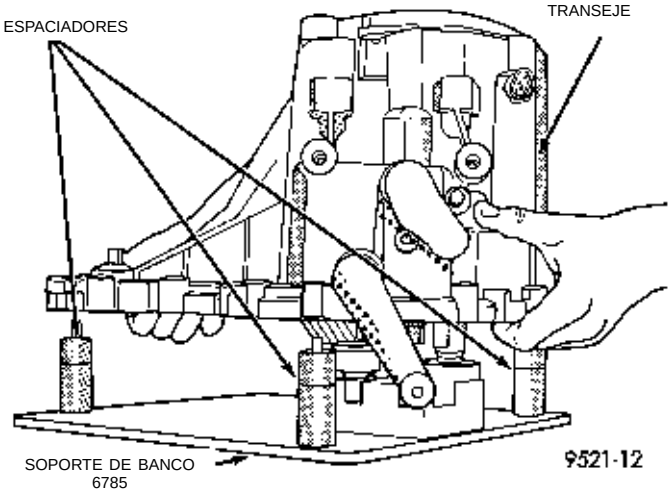

Fig. 44 Soporte de banco
(13) Mediante el soporte de banco y los espaciadores provistos (herramientas Miller Nº 6785, 6785-1 y 6785-2), invierta la posición del transeje. Instale el mismo en el soporte de banco (Fig. 44). Verifique que los espaciadores estén en su posición en el soporte de banco. Instale el transeje en la prensa de taller.